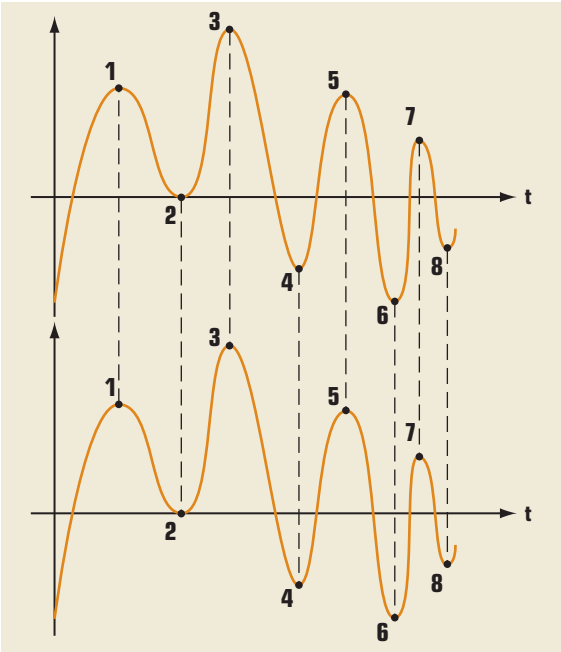

Рис. 2
- при использовании протокола PTP точность синхронизации позволяет использовать измеренные данные для определения источников возмущений, виновников нарушений норм ПКЭ и их фактического вклада (рис. 2).